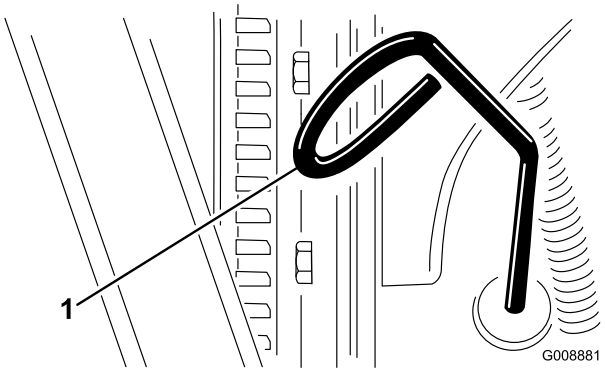

Figur 20
2. Ta ut oljestickan (Figur 20) och torka av den med en ren trasa.